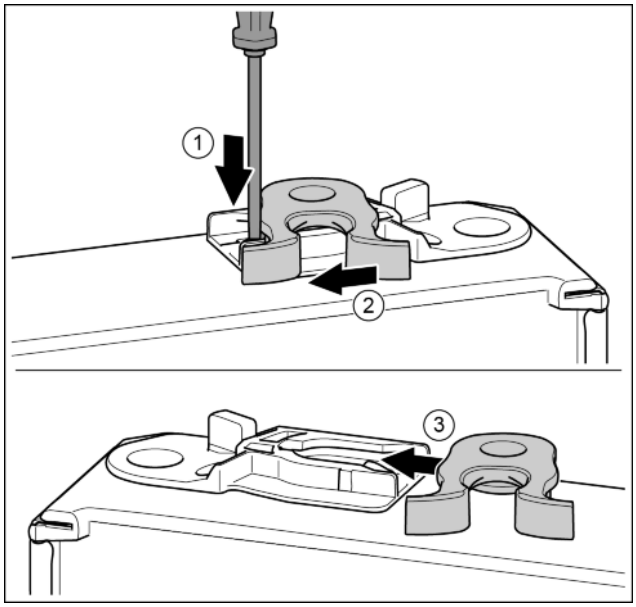

*Fig. 19*
- ▶ Push the tab downwards with a slotted screwdriver. *Fig. 19 (1)*
- ▶ Pull the door latch out of the guide. *Fig. 19 (2)*
- ▶ Push the door latch into the guide on the other side. *Fig. 19 (3)*